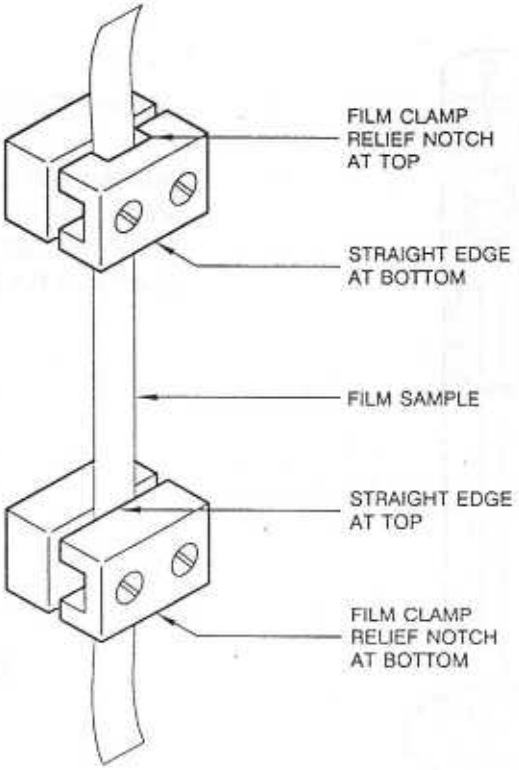

Bild 51
2. Nehmen Sie eine Schraubklemme auseinander, und legen Sie die Probe so ein, daß auf der Seite, an der die obere Klemmbacke eine Aussparung hat, ein kurzes Stück herausschaut (s. Abb. 51). Schrauben Sie die Klemme dann fest zusammen.
4. Führen Sie das lange Ende der Probe von der Seite ohne Aussparung her durch die zweite Klemme (S. Abb. 51).